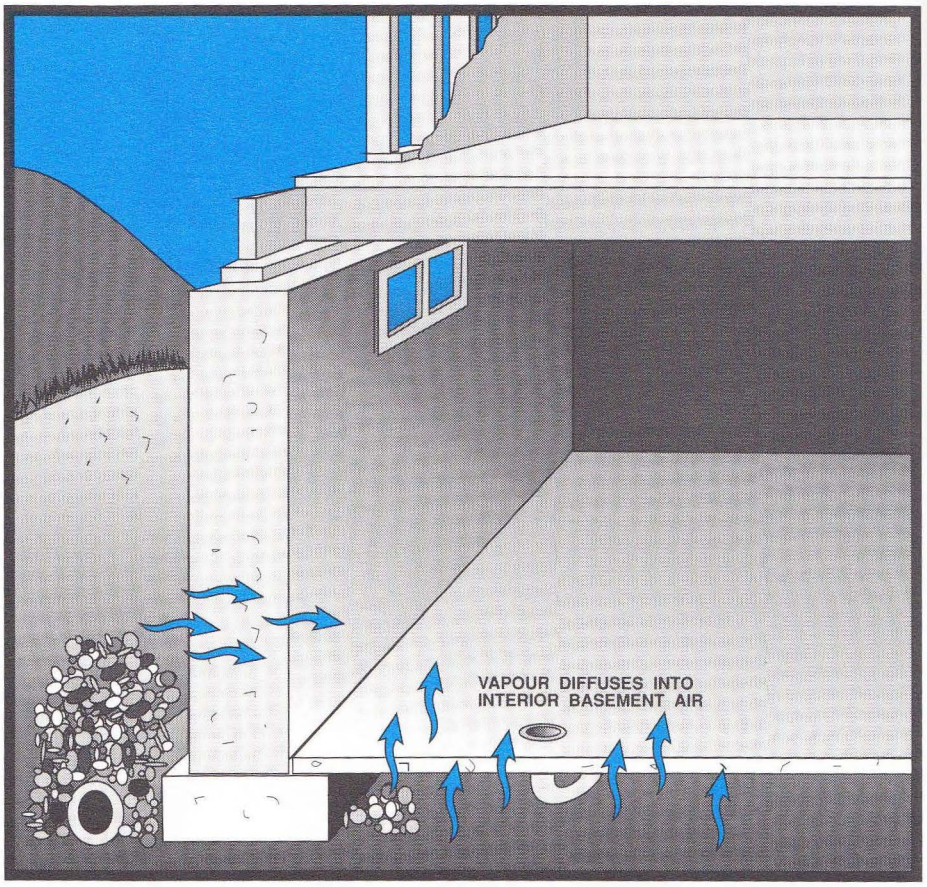

**FIGURE 28**
- Soil gas (around footings, basement walls and below the floor slab) has a higher vapour content than basement air, especially in winter when the outdoor air is dry. This leads to a water-vapour flow from the soil diffusing into the floor slab and basement walls, and through them, to the basement interior. (See Figure 28.)